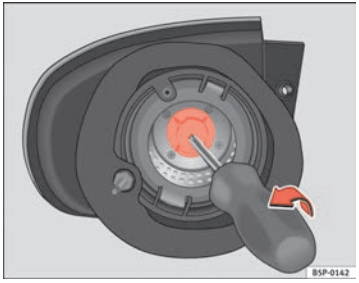

Fig. 194 Turn signal light.
– Pull out the turn signal bulb holder using a screw driver in the direction of the arrow ⇒ fig. 194.